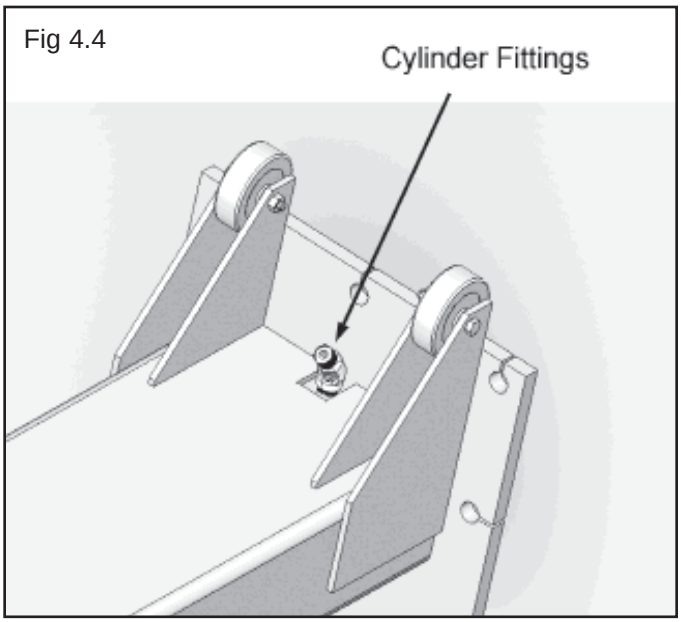

Fig 4.4
4. Position the Cylinder Fittings through the access hole located on the backside of the column. (See Fig 4.4)